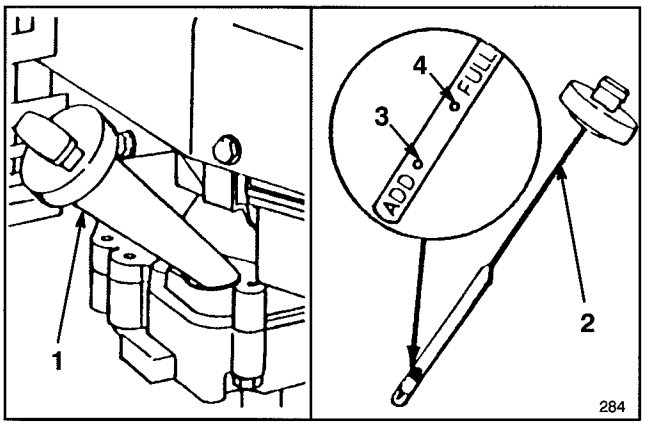

Figure 7
Fill crankcase with SAE 30 oil until oil level reaches FULL mark on dipstick as shown in Figure 7. The maximum crankcase capacity is 25 ounces (0.75 liters) of oil. Use any high quality detergent oil having the American Petroleum Institute (API) "service classification" — SE, SF or SG.
Before each use, ensure oil level is between ADD and FULL marks (Fig. 7). Add oil if level is low.
3. Wipe dipstick and insert it into filler neck. Rotate cap 1/4 turn. Then remove dipstick and check level of oil (Fig. 7). If level is low, add only enough oil to raise level to FULL mark on dipstick. **DO NOT FILL ABOVE FULL MARK BECAUSE ENGINE COULD BE DAMAGED WHEN STARTED. POUR OIL SLOWLY.**
1. CHECK OIL LEVEL—Maintain oil level between ADD and FULL range as shown on dipstick (Fig. 7).